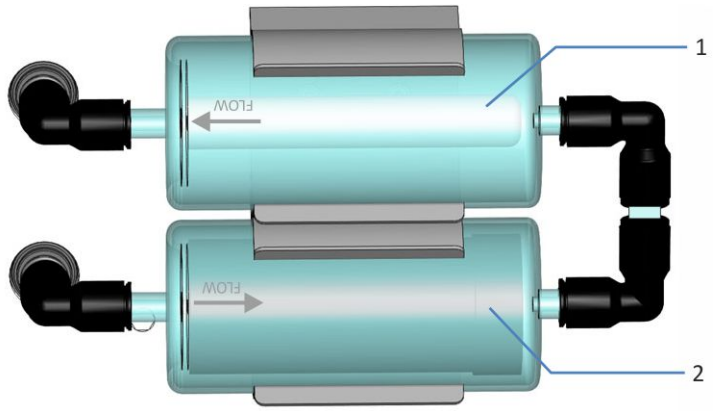

Figure 35: Correct orientation of the gas filter assembly
- The bottom gas filter must be the charcoal gas filter (thick black inner filter cylinder; no. 2 in Figure 35 on page 135).
- The top gas filter must be the HEPA gas filter (thin white inner filter cylinder; no. 1 in Figure 35).
7. Push the new gas filter assembly into the clamps observing the orientation signs for the gas flow on the gas filters. See Figure 35.